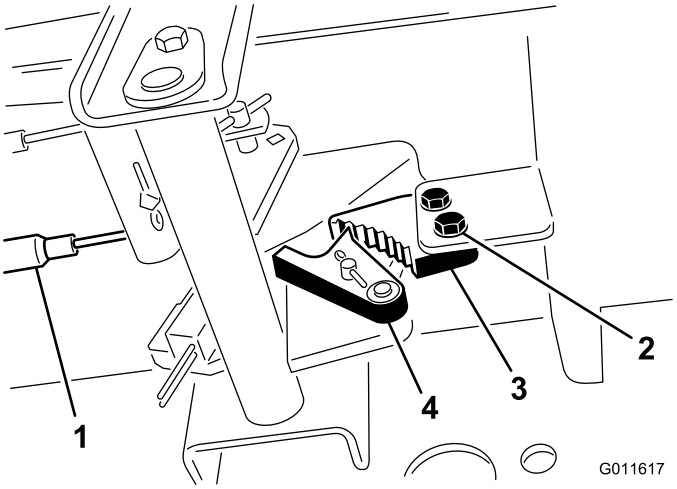

**Figuur 66**
1. Draai de 2 schroeven los waarmee de pal van de parkeerrem is bevestigd aan het frame (Figuur 66).
2. Trap het pedaal van de parkeerrem naar voren totdat de remvergrendeling de rempal geheel vastgrijpt (Figuur 66).